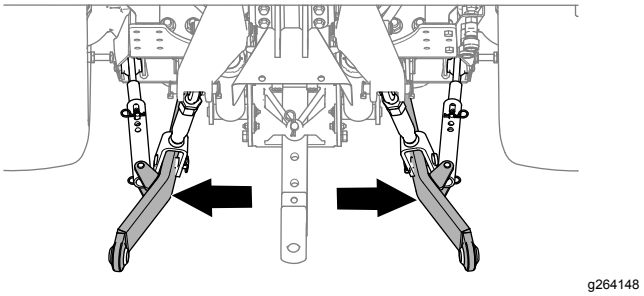

Figur 26
4. Justera krängningshämmararmarna (Figur 26) helt utåt. Se släpfordonets *bruksanvisning*.